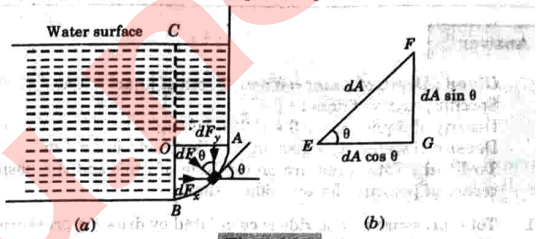

Fig. 1.24.4.
1. As shown in Fig. 1.24.4(a) consider a curved surface AB, submerged in a static fluid.